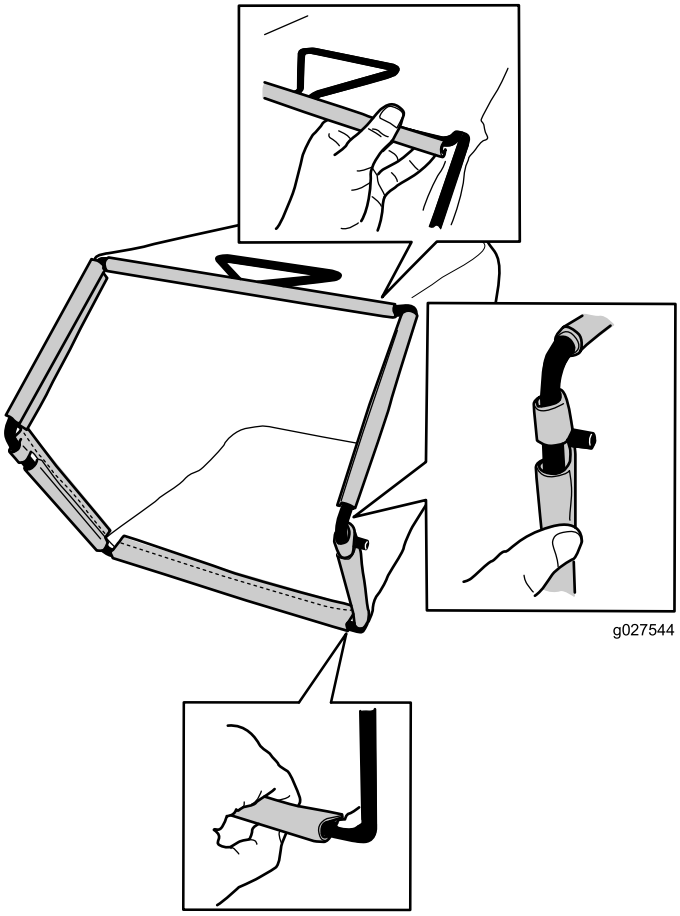

**Figur 9**
2. Haka fast uppsamlarens nedre kanal på den nedre delen av ramen (Figur 9).
3. Haka fast uppsamlarens övre kanal och sidokanaler på överdelen respektive sidorna på ramen (Figur 9).